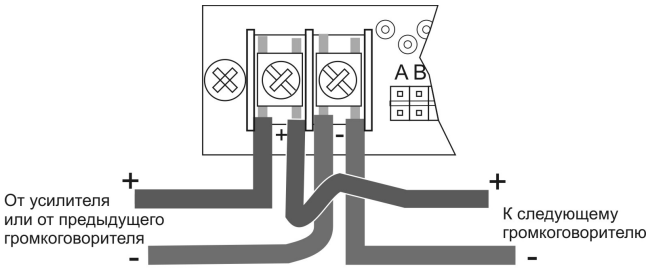

Рис.2
Все громкоговорители имеют встроенные винтовые контактные клеммы для подключения внешних электропроводок. К каждому контакту допускается подключать до двух проводников сечением 0,5 – 2,5 кв.мм. Перед подключением проводника, необходимо снять с него слой защитной изоляции на 8…9мм. В цепях с контролем целостности линии, все подходящие и отходящие проводники должны подключаться именно так, как показано на рис.2. Это необходимо для правильной работы схемы контроля – при изъятии громкоговорителя, целостность линии должна механически повреждаться, поэтому разные участки кабеля должны соединяться между собой не путем прямого контакта между собой, а через клеммы громкоговорителя.
4.2. Подключите громкоговоритель к трансляционной линии согласно рис.2.